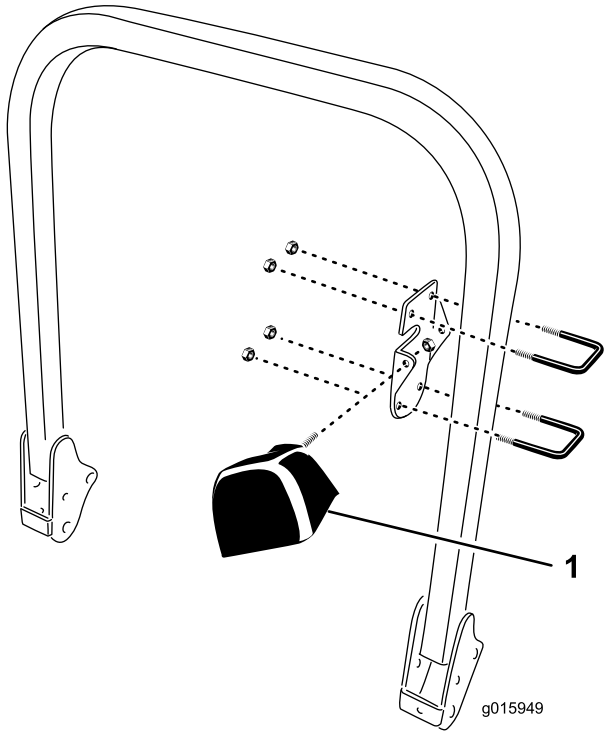

Figura 7
1. Monte o suporte da luz no interior do ROPS com (2) cavilhas em U e (2) porcas de bloqueio (3/8–16) posicionando como se mostra em Figura 7.